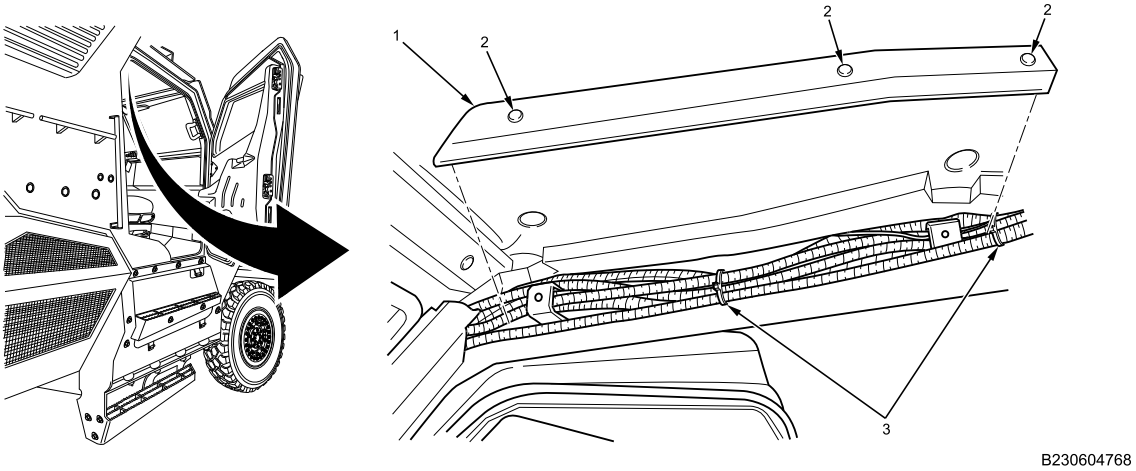

Figure 4. Door Opening Trim.
7. Remove three fasteners (Figure 4, Item 2) and door opening trim cover (Figure 4, Item 1). Discard fasteners.
8. Remove and discard two cable lock straps (Figure 4, Item 3).